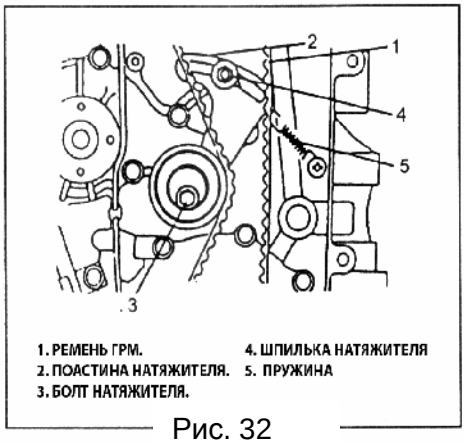

Рис. 32
7) Снимите натяжитель ремня, пластину натяжителя, пружину натяжителя и ремень ГРМ (Рис. 32).